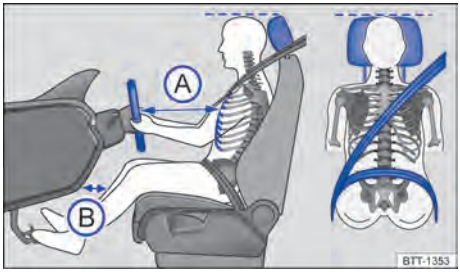

Fig. 19 Distancia correcta del conductor con relación al volante, posición correcta de la banda del cinturón de seguridad y ajuste correcto del apoyacabezas.
– Ajustar el asiento de modo que la distancia entre el volante y el tórax sea como mínimo de 25 cm → fig. 19 Ⓐ y que el conductor pueda sujetar el volante del borde exterior con las dos manos y los brazos ligeramente flexionados.
– Ajustar el asiento del conductor de manera longitudinal para que los pedales se puedan accionar con las piernas ligeramente dobladas y la distancia de la zona de la rodilla con el tablero de instrumentos sea de al menos 10 cm → fig. 19 Ⓑ.
– Ajuste el apoyacabezas para que su borde superior se encuentre preferentemente en la misma línea de la parte superior de la cabeza → fig. 19 – pero no por debajo de la altura de los ojos. Posicionar la parte posterior de la cabeza lo más cerca posible del apoyacabezas.